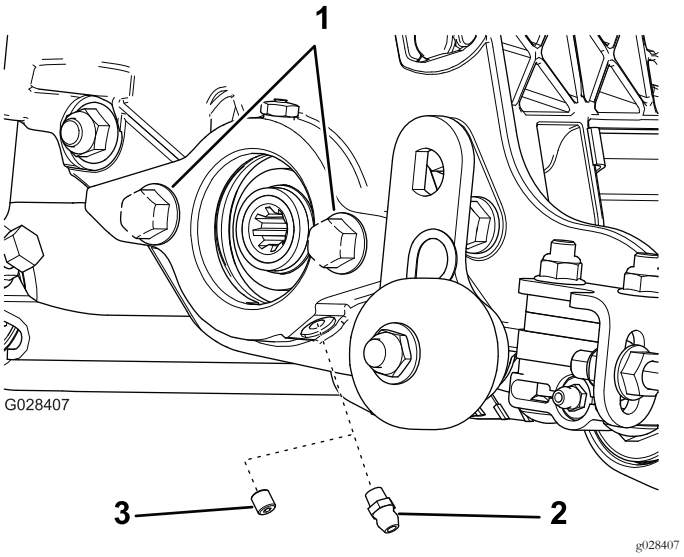

Bild 6
1. Entfernen Sie die Stellschraube an der Seitenplatte des Spindelmotors und werfen sie weg (Bild 6).
2. Bringen Sie den geraden Schmiernippel an (Bild 6).
4. Wenn die Seitenplatte des Spindelmotors keine Schrauben hat, bringen Sie diese an (Bild 6).